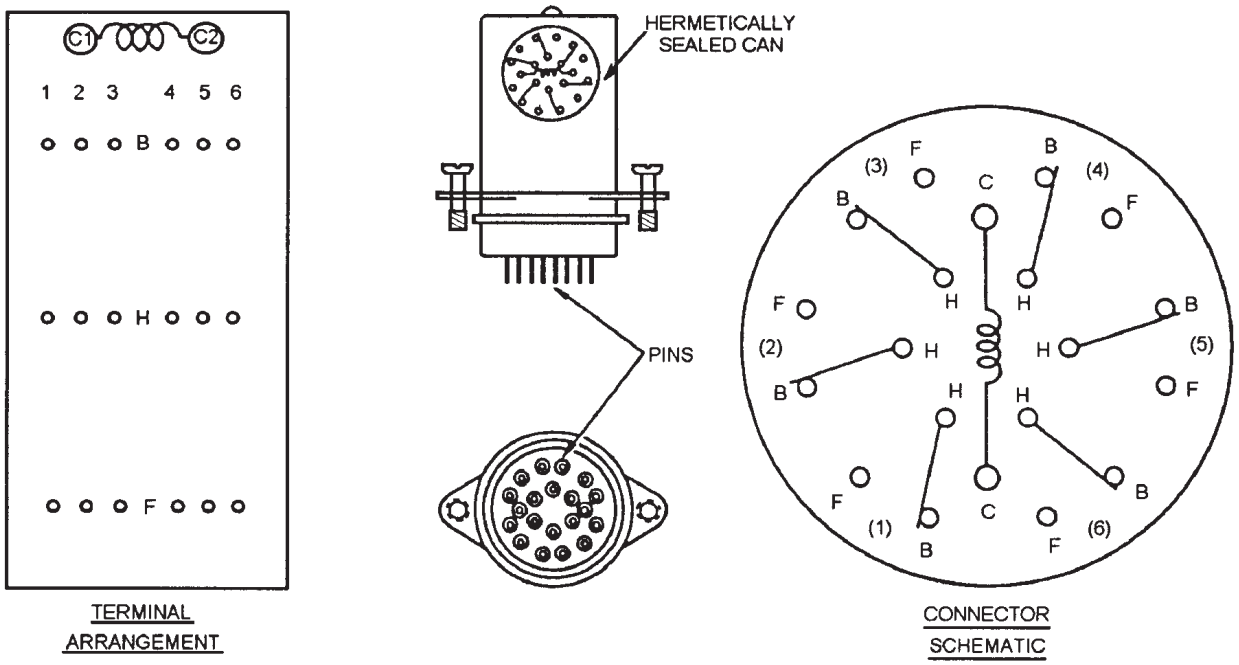

**Figure 5-9.—Miniature "canned" relay.**
**Miniature-Type Control Relays**.—Miniature relays (fig. 5-9), often called "canned" relays, are two-position hermetically housed relays with plug-in pins that mate with a receptacle. Wiring from the receptacle terminal arrangement completes electrical circuits as appropriate. Basic internal components of the miniature relay are a spring-return armature, a coil, and six sets of contacts. (Each set consists of a common contact, a normally open contact, and a normally closed contact.) When the relay energizes, the normally closed contacts (HB) open and the normally open contacts (HF) close.